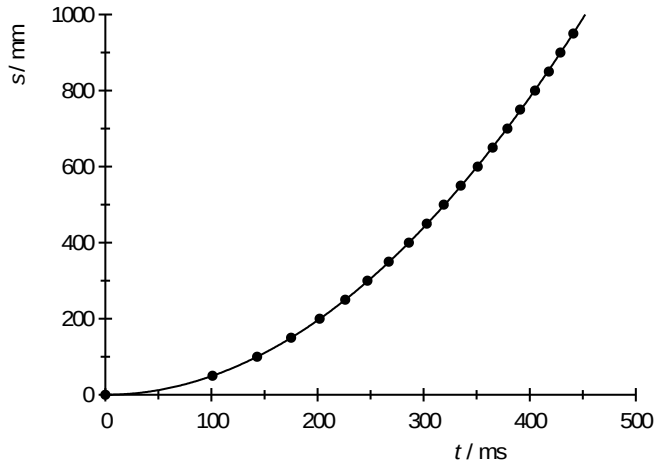

Fig. 2: Weg-Zeit-Diagramm des Freien Falls
a) Eintragen der Messergebnisse für die verschiedenen Fallstrecken in ein Weg-Zeit-Diagramm (siehe Fig. 2):